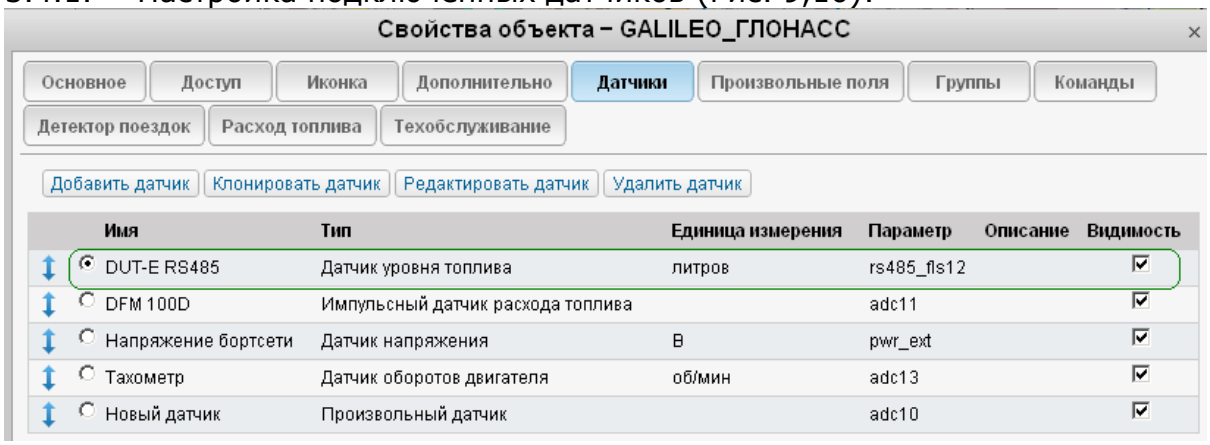

Рисунок 9
3.4.1. Настройка подключенных датчиков (Рис. 9,10):